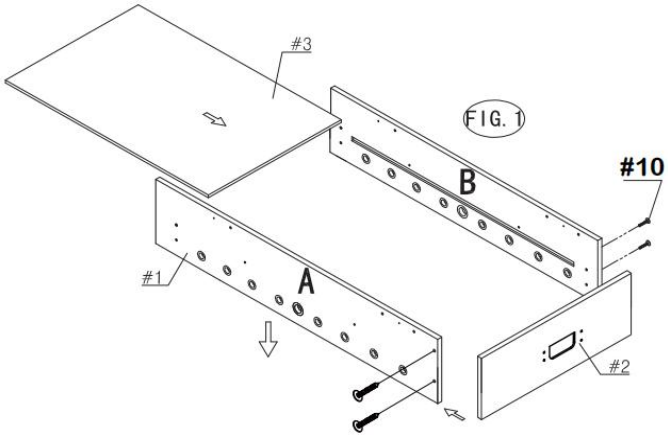

FIG.2.
6) Placera stödstaget (#7) på spelplanen (#3) enligt FIG. 2. Fäst det med fyra av Brickhuvudskruvar (#12).